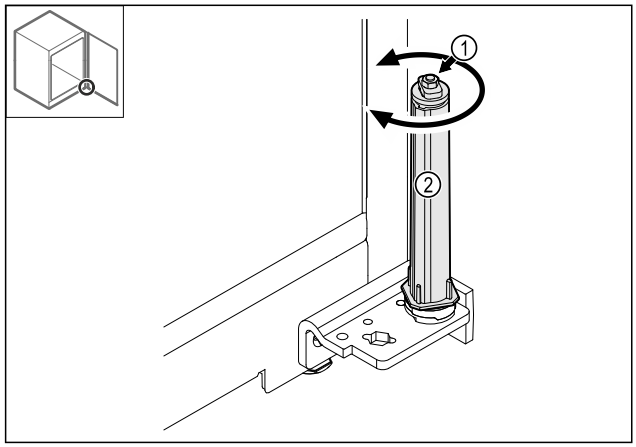

Fig. 32
▶ Schroefverbinding *Fig. 32 (1)* van het sluitsysteem niet demonteren.
▶ Sluitsysteem *Fig. 32 (2)* draaien, tot deze vastklikt.